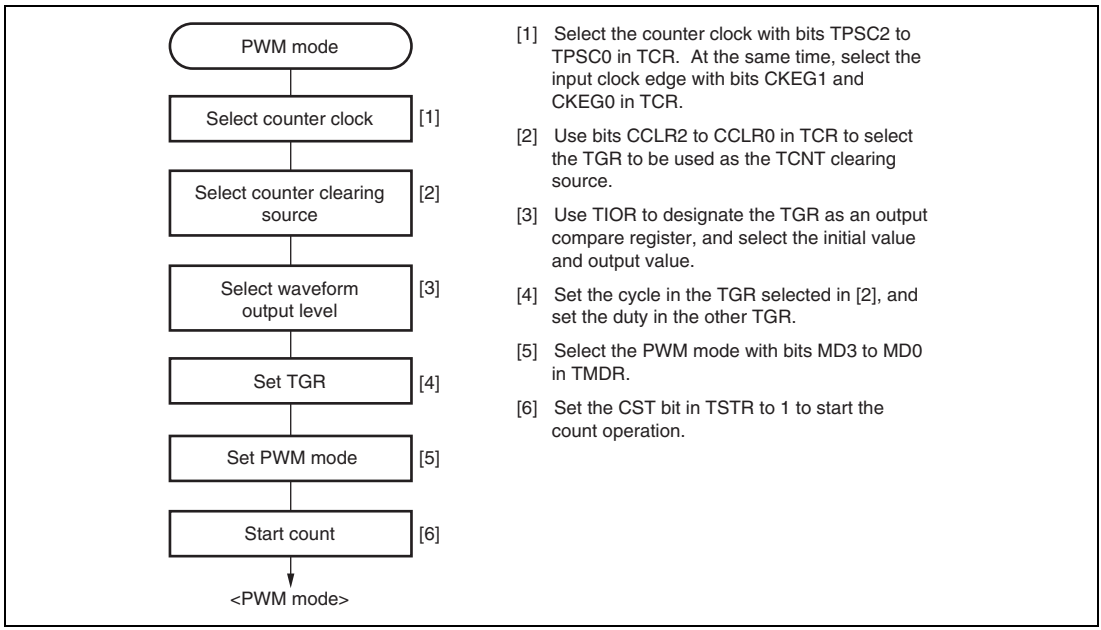

**Figure 10.25 Example of PWM Mode Setting Procedure**
**Example of PWM Mode Setting Procedure:** Figure 10.25 shows an example of the PWM mode setting procedure.